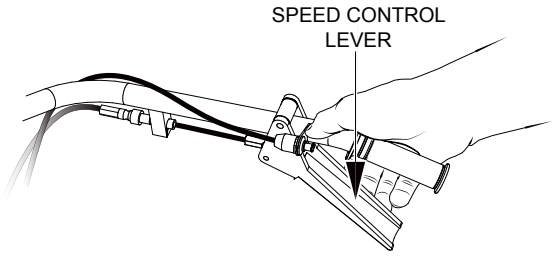

Figure 20. Speed Control Lever
3. Check the speed control lever (Figure 20) located on the right side of the handle bar. The speed control should work freely when squeezed by hand, and return to the ***neutral*** position when released.
5. Slowly squeeze the speed control lever slightly (Figure 20), for a short period of time to test the brake holding capacity. If the buggy moves forward, adjust the brakes as outlined in the maintenance section of this manual.
2. Squeeze the speed control lever (Figure 20) slightly until the buggy begins to move in a forward direction. Initially, let the buggy travel at about 3 MPH.